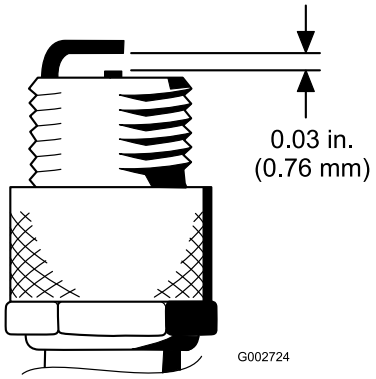

Figuur 43
4. Zorg ervoor dat de elektrodenafstand tussen de centrale elektrode en de massa-elektrode 0,76 mm bedraagt (Figuur 43).